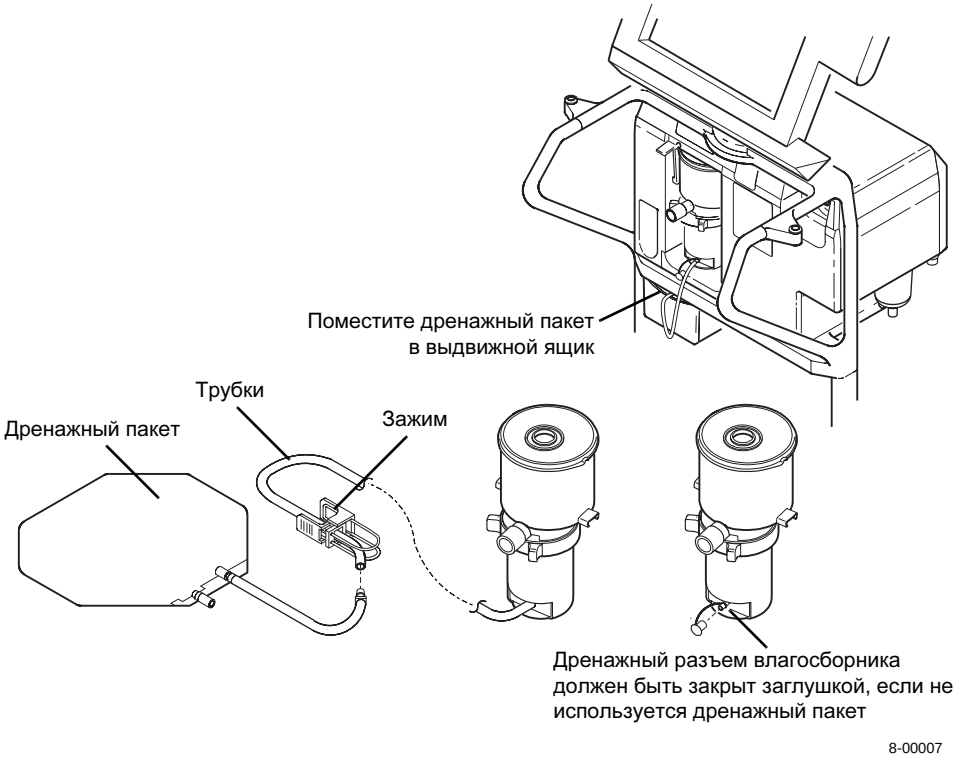

Рис. 2-8. Использование влагосборника с дренажным пакетом или без него
4. Если вентилятор установлен на тележке, поместите дренажный пакет в выдвижной ящик тележки (Рис. 2-8).